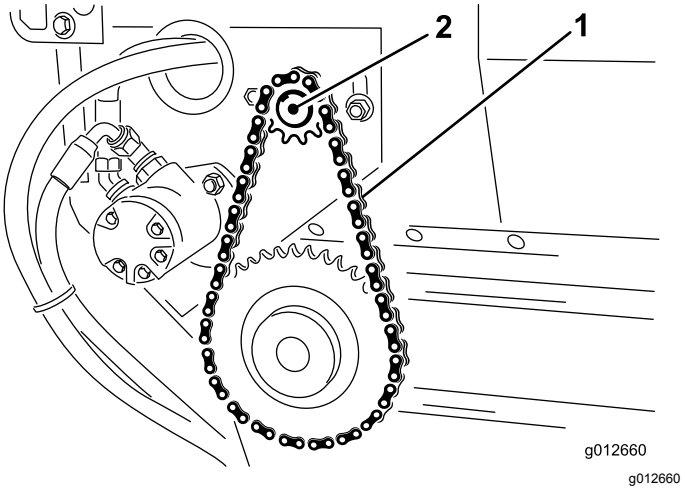

Figur 19
3. Lossa bultarna och muttrarna som fäster motorn och drevet vid huvudramen (Figur 19).
4. Vrid motorn och drevet (Figur 19) i fästspåren tills transportbandet böjer sig 3,2 mm.
5. Dra åt fästbultarna (Figur 19).